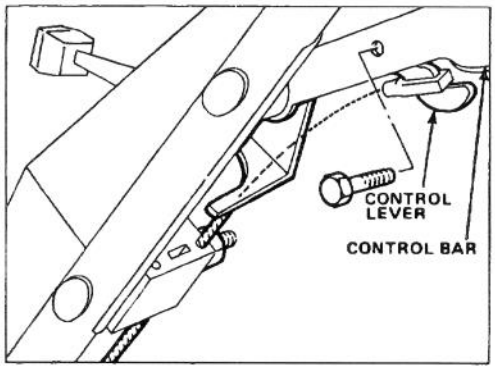

Figure 4
7. Secure control lever to control bar with a capscrew and locknut as shown in fig. 4.